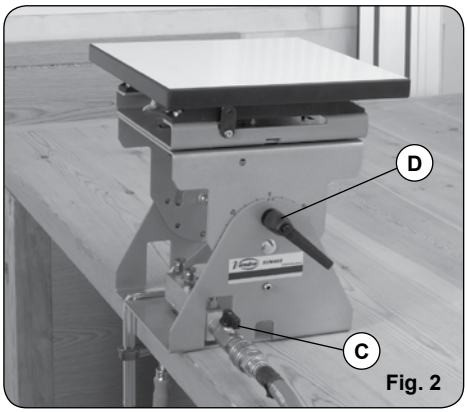

Fig. 2
• Coloque y presione la pieza a sujetar sobre el soporte. Abriendo la válvula de paso C (Fig. 2) la pieza quedará firmemente sujeta y lista para trabajar sobre ella.
• Una vez sujeta la pieza el soporte permite su abatimiento en un ángulo de 180°. Para ello afloje la maneta D (Fig. 2) y gire el soporte buscando la inclinación deseada. El soporte tiene retenedores de posición que lo sitúan en posiciones intermedias de giro cada 45° (Fig. 3) A continuación bloquee la maneta D.
• Position and press down on the piece being fastened on the support. Open the by-pass valve C (Fig. 2) and the piece will remain firmly fastened in place and ready to be worked on.
• Once the piece is fastened in place, the support enables you to tilt it a 180° angle. To do this, loosen handle D (Fig. 2) and turn the support to the desired tilt. The support has some stops to place it in intermediate positions every 45° (Fig. 3). Block it in place using handle D.
• Poser en faisant pression la pièce à immobiliser sur le plateau à vide. Ouvrir la vanne pneumatique C (Fig. 2) pour que la pièce reste bien immobile, prête à être travaillée.
Une fois la pièce immobilisée, le support permet de la rabattre à 180°. Pour ce faire, desserrer la manette D (Fig. 2) et faire pivoter le support en recherchant l'inclinaison voulue. Le support est équipé de dispositifs de blocage permettant de le situer dans des positions intermédiaires de rotation, tous les 45° (Fig. 3). Ensuite, resserrer la manette D.
•Legen und drücken Sie das zu haltende Werkstück auf die Halterung. Durch Öffnen des Durchlassventils C (Abb. 2) wird das Werkstück festgehalten und kann bearbeitet werden.
• Sobald das Werkstück befestigt ist, kann die Halterung in einem Winkel von 180° geschwenkt werden. Lösen Sie dazu den Handhebel D (Abb. 2) und drehen Sie die Halterung in die gewünschte Neigung. Die Halterung ist mit Positionshaltern ausgestattet, mit denen sie alle 45° in einer Zwischenposition arretiert werden kann (Abb. 3). Arretieren Sie anschließend den Handhebel D.
• Posizionare e premere il pezzo da fissare sul supporto. Aprendo la valvola direzionale C (Fig. 2) il pezzo rimane saldamente in posizione e pronto per l'uso.
• Una volta fissato il pezzo, il supporto ne permette l'inclinazione ad angoli di 180°. Per procedere all'inclinazione, allentare la levetta D (Fig. 2) e girare il supporto fino a raggiungere l'inclinazione desiderata. Il supporto è dotato di elementi di ritenzione della posizione che lo bloccano su posizioni di rotazione intermedie ogni 45° (Fig. 3). A questo punto bloccare la levetta D.
• Coloque e pressione a peça a fixar no suporte. Abrindo a válvula de passagem C (Fig. 2) a peça ficará bem fixa e pronta para poder trabalhar sobre ela.
• Depois de fixar a peça, é possível a sua inclinação num ângulo de 180°. Para tal, afrouxe a manete D (Fig. 2) e gire o suporte até à inclinação desejada. O suporte tem retentores de posição que permitem situá-lo em posições intermédias de rotação cada 45° (Fig. 3) De seguida, bloqueie a manete D.